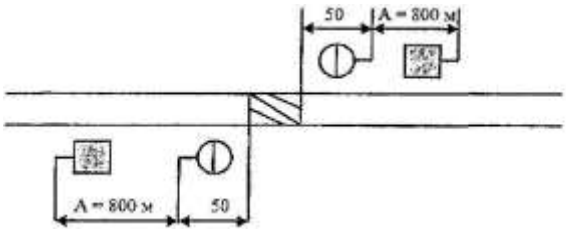

Рис. 4. Схема ограждения места работ на однопутном перегоне сигналами уменьшения скорости
3. Пример. Оградить место производства работ на однопутном перегоне сигналами уменьшения скорости, определить расстояние А. j = 4 % 0, $V_{грп}$ = 80 км/ч. Схема ограждения приведена на (рис. 4).